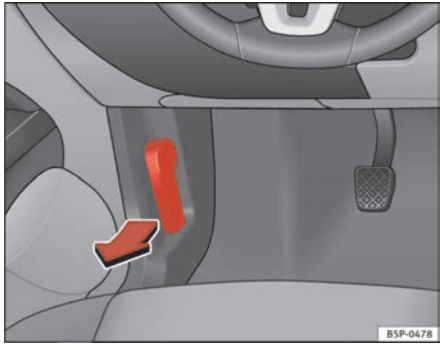

Fig. 154 Detail of foot-well area on driver's side: lever for unlocking the bonnet.
– To release the bonnet, pull the lever under the dashboard ⇒ fig. 154 in the direction indicated (arrow). The bonnet will be released by a spring action ⇒ ⚠.